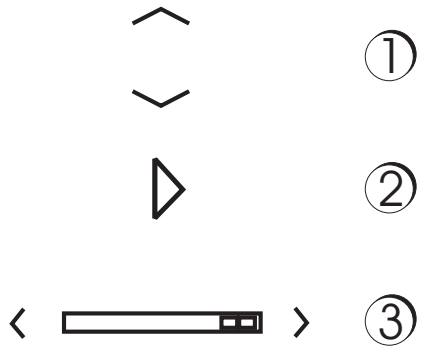

Afbeelding 9: Navigatieknoppen
- Druk op de pijl naar boven en naar beneden om vertikaal door een menu te scrollen (zie afbeelding 9, nummer 1).
- Druk op de gesloten pijl om een groep te openen zie afbeelding 9, nummer 2).
- Druk op de rechter of linker pijl om horizontaal door een menu te scrollen zie afbeelding 9, nummer 3).